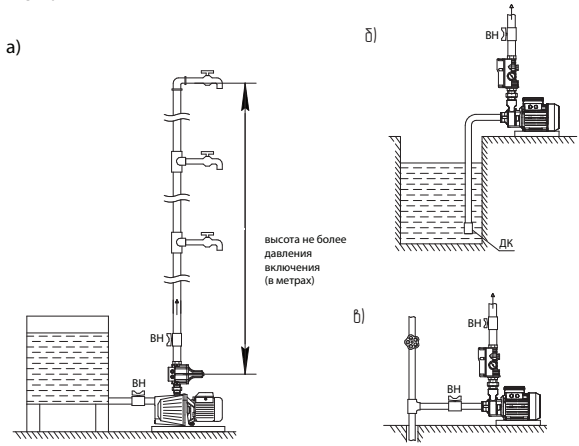

Рис.4 Схемы для систем водоснабжения
6.1. Для повышения удобства пользования станцией целесообразно организовать систему водоснабжения по рекомендованным схемам, указанным на рис. 4.
6.2. Высота водяного столба между станцией и наивысшей точкой водопотребления (крана) должна быть не больше давления включения электронасоса (в метрах), указанного в табл.1 или табл.2, в противном случае при открытии верхнего крана давление упадет недостаточно для срабатывания контроллера, электронасос не запустится, и верхний кран не будет обеспечен водой (рис.4а). В случае если высота наивысшей точки водопотребления (крана) выше необходимого значения, нужно установить станцию выше. Также можно отрегулировать давление включения